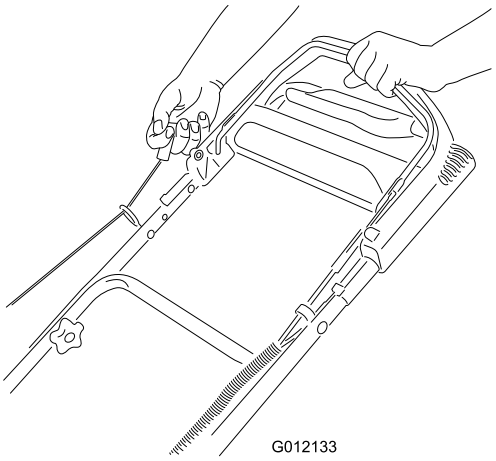

Figur 13
2. Dra i startsnörehandtaget (Figur 13).